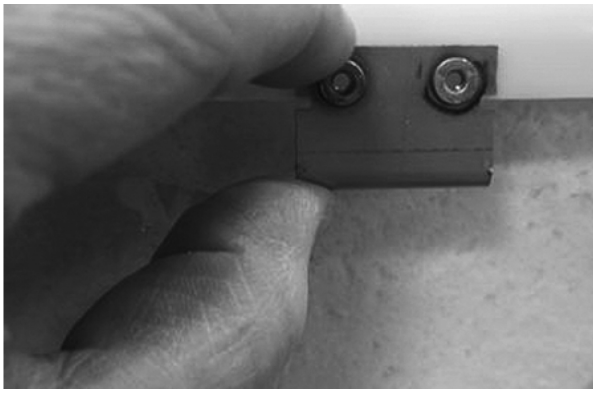

Figure 2.
1. Turn off power and remove the lid holder. (See Figure 2.)